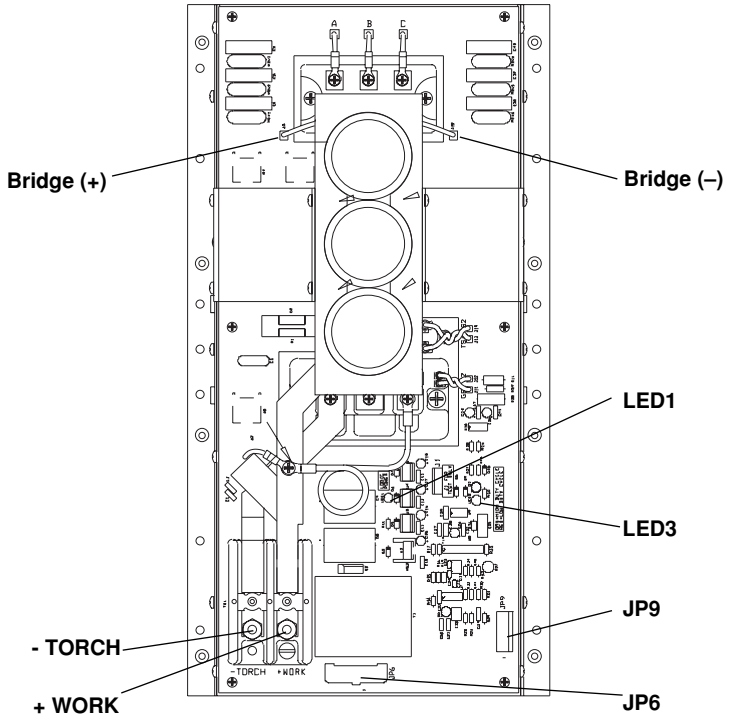

Figure 8-3 Chopper Module – Front View
3. Place the positive lead to the **+** side of the bridge and the negative lead to the **–** side of the bridge. See Figure 8-3. Note that actual connection points are hidden by cap support bracket in Figure 8-3.